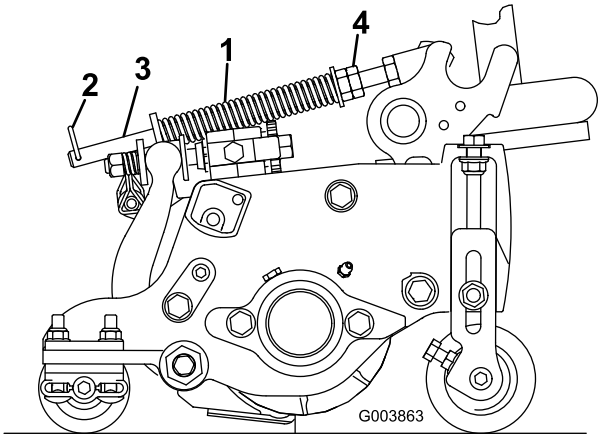

Figur 16
Plænekompensationsfjederen (Figur 16) overfører vægt fra forrullen til bagrullen. Dette medvirker til at reducere dannelsen af et bølgemønster i plænen, også kaldet ondulation.
1. Sørg for, at låseclipsen er monteret i det bageste hul i fjederstangen (Figur 16).
2. Stram sekskantmøtrikkerne på forenden af fjederstangen, indtil fjederens sammentrykkede længde er 12,7 cm på 12,7 cm-klippeenheder, eller 15,9 cm på 17,8 cm-klippeenheder (Figur 16).